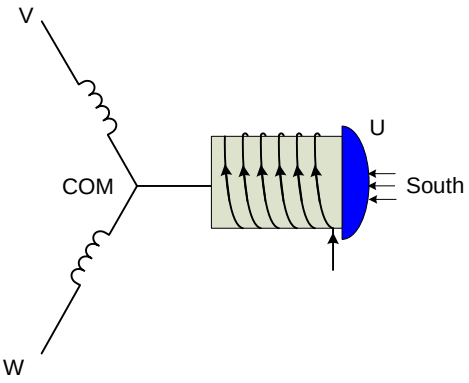

Figure 10: Magnetic South with Winding Direction
1. When the current flows into the stator phase winding, the south magnetic field is generated (see figure 10 on page 26).